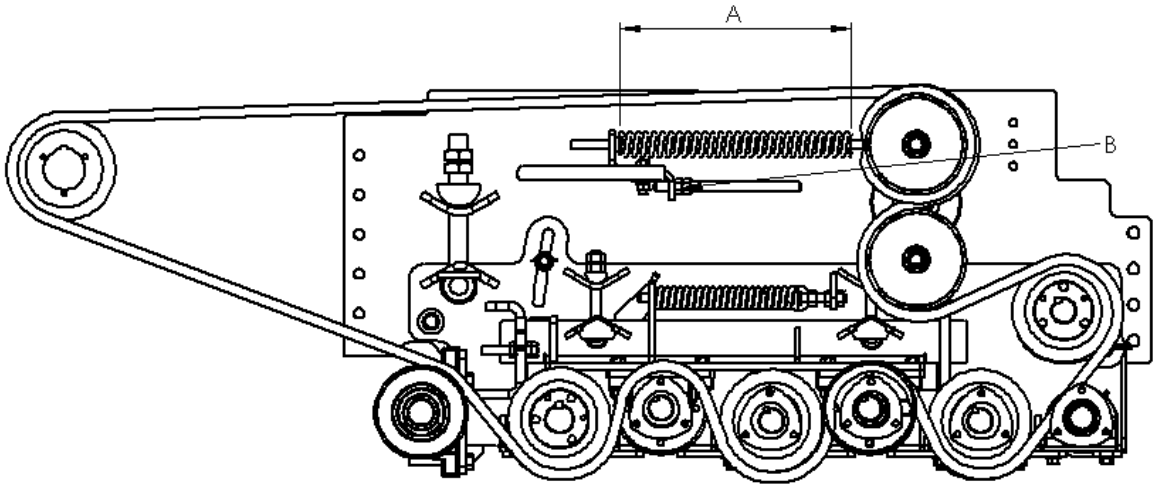

Figure 7-22: Drive Belt Adjustments
3. Adjust the nut (B), shown in Figure 7-22, until spring length (A) is 13.5 inches (34cm).
4. Lock double nuts (B).
2. Loosen nut (B), shown in Figure 7-22, until the belt is loose.
4. Tighten nut (B) until spring length (A) is 13.5 inches (34 cm).
5. Lock double nuts (B) and check the alignment of the sheaves.
7. Adjust nuts (D) to readjust rock trip spring compression (C) to 8.5 in. (21.7 cm)